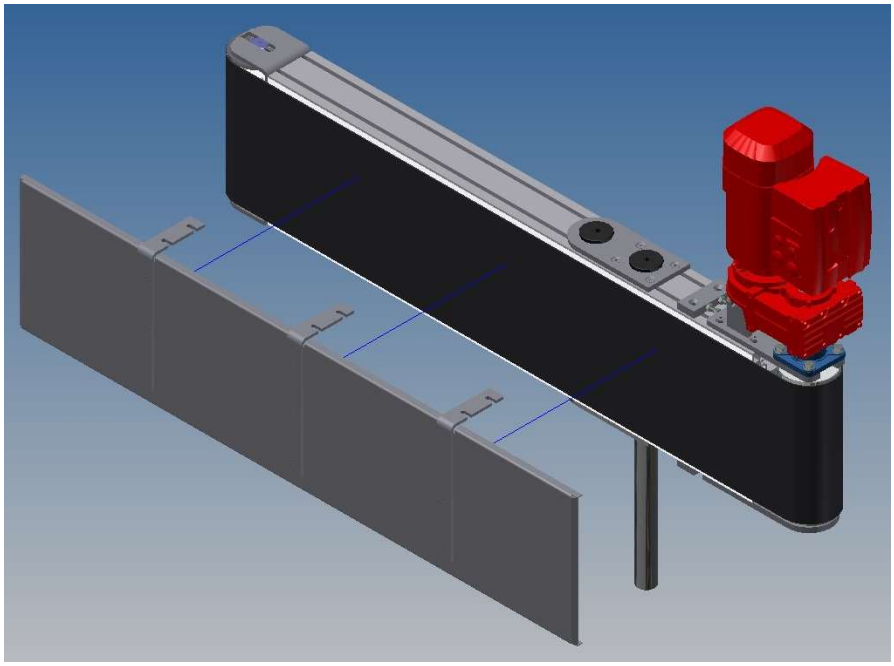

Figura 94: rimozione della sponda di protezione.
2. rimuovere la sponda di protezione (vedere Figura 94);